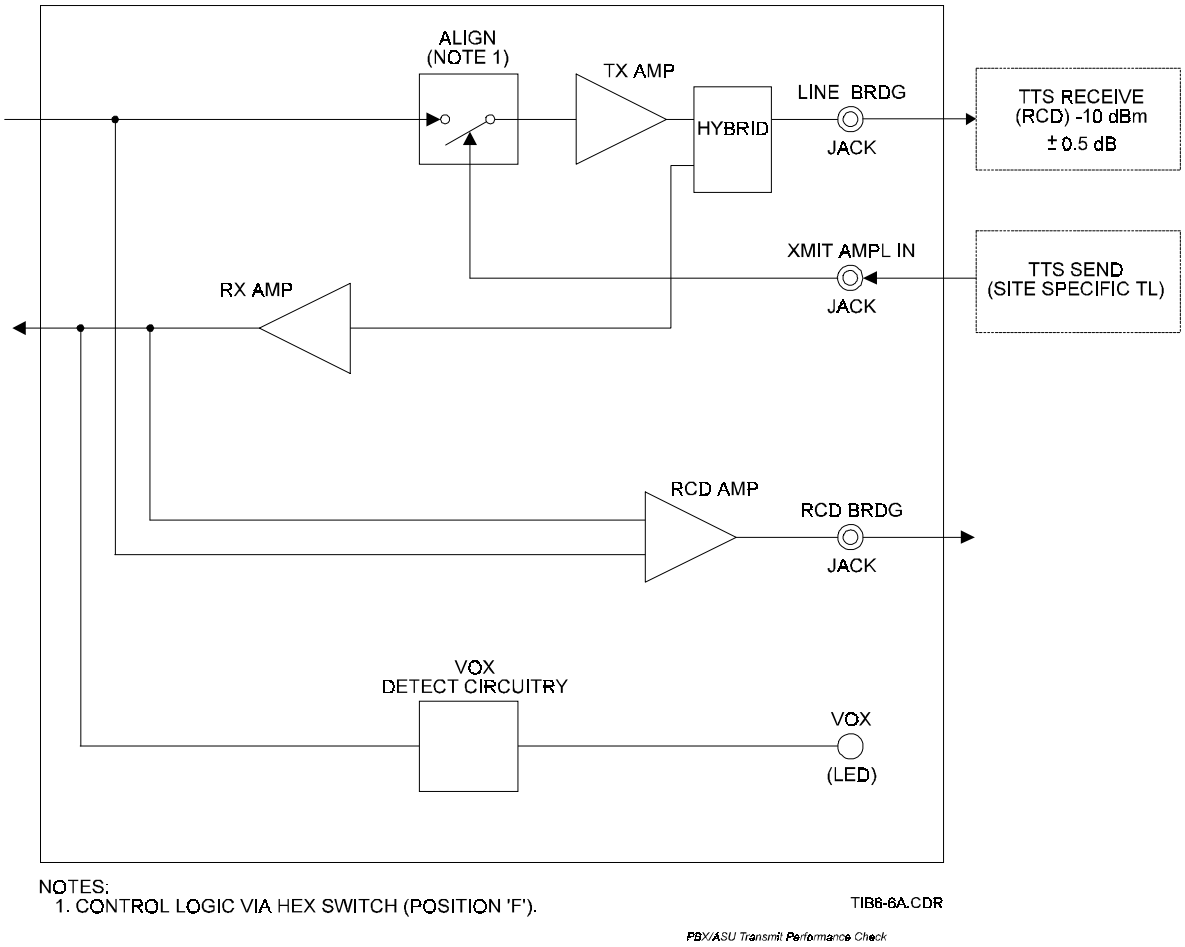
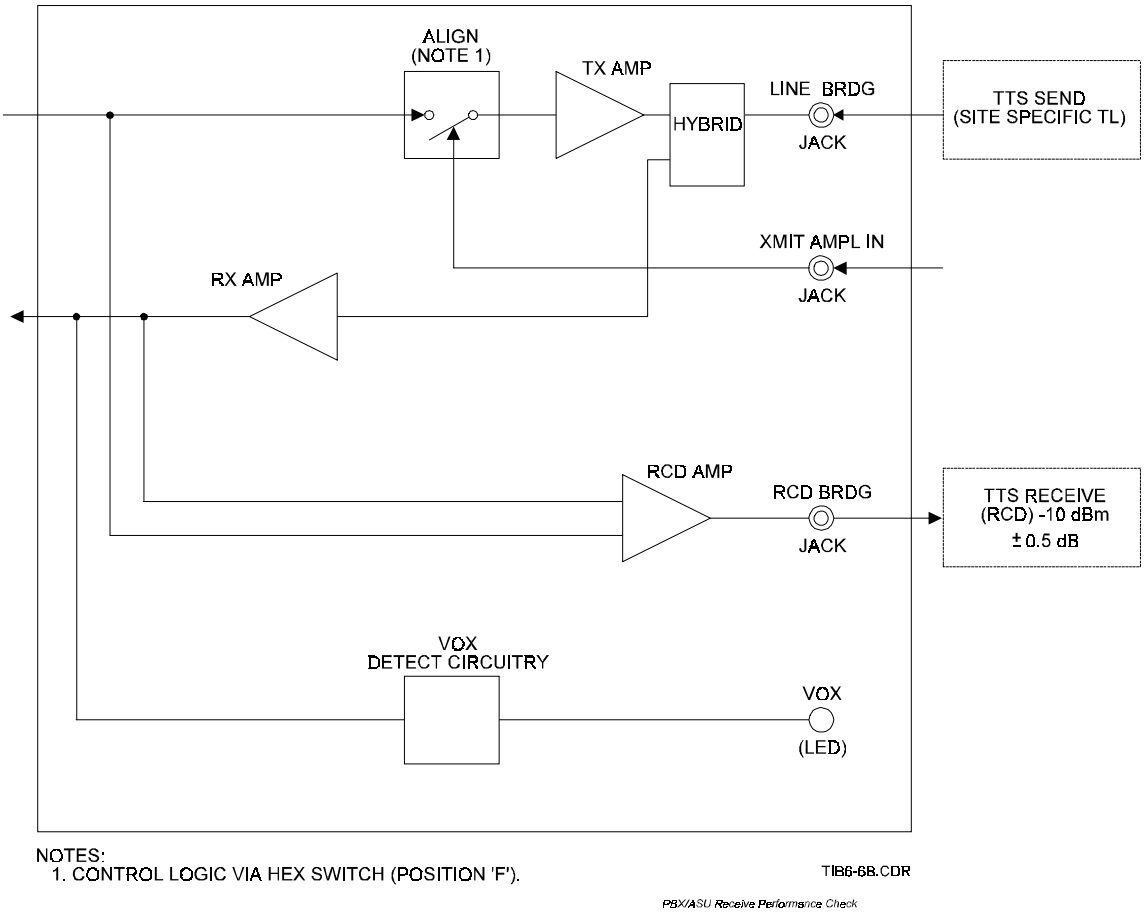

***Figure 6-7a. ASU Interface Performance Check Block Diagram (Transmit Path)***
***Figure 6-7b. ASU Interface Performance Check Block Diagram (Receive Path)***
**Figure 6-7a** presents a simplified diagram covering the transmit path of the performance check; **Figure 6-7b** provides a similar diagram for the receive path.